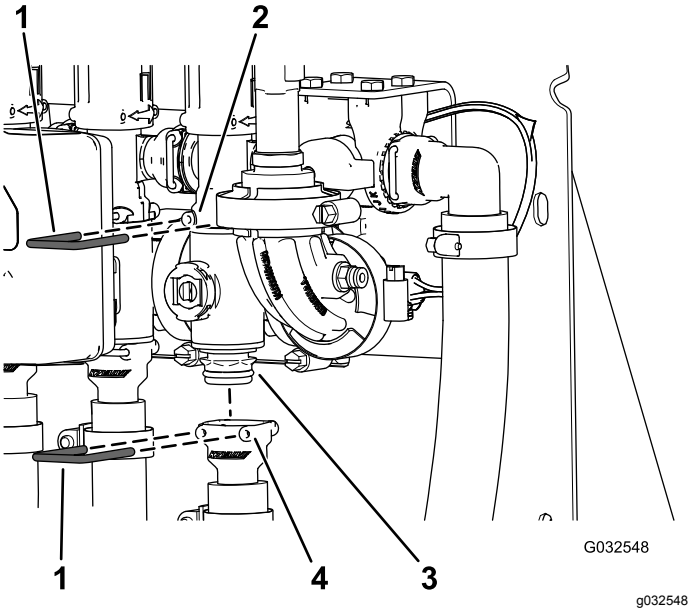

Figuur 109
2. Verwijder de borgclip waarmee de spuitboomklepverdeler bevestigd is aan de omloopfitting (Figuur 109).